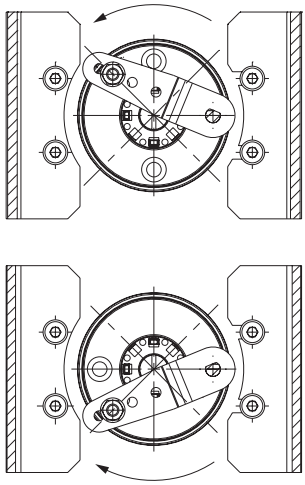

図 12: 回転方向
2. 平らな面をアクチュエータに向けた状態でカップリングホイール（4）をフォロワクランプ（3）上に配置します。弁が閉位置にあるときにスロットが回転方向に合うように、図 12 を参照してスロットの位置を調節します。